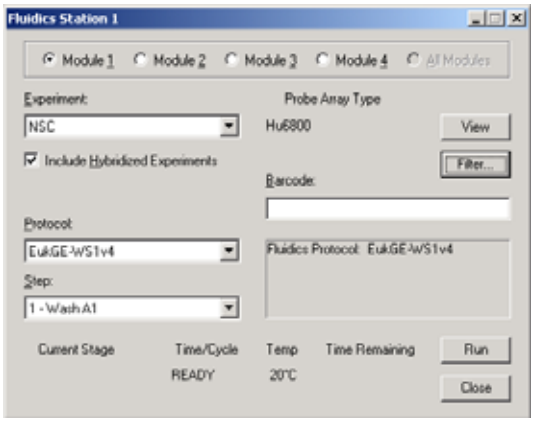

Figure 8.4
⇒ If only one fluidics station is installed on the workstation, the **Fluidics Station** dialog box appears **(Figure 8.4)**.
3. In the **Fluidics Station** dialog box **(Figure 8.4)**: